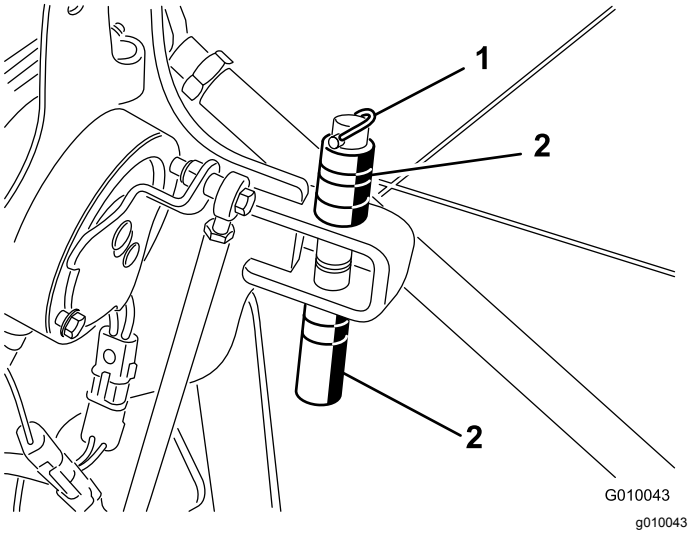

Figur 29
2. Ta bort hjulsprinten som fäster distansbrickorna och djuppinnarna (Figur 29).